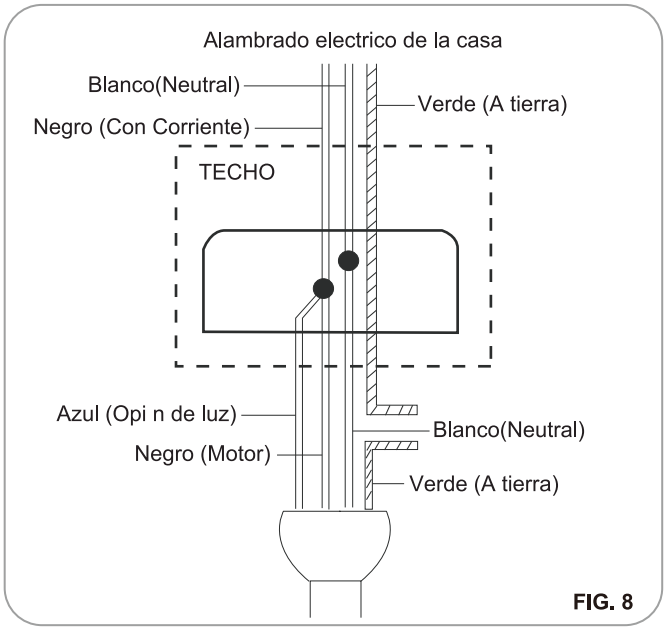

FIG. 8
Paso 1. Conecte el alambre negro (con corriente)del techo a los alambres negro y azul del ventilador. Conecte el alambre blanco (NEUTRAL) del techo al alambre blanco del ventilador.(Fig.8)
Paso 2. Si su caja de distribucion tiene un alambre a tierra (verde o de cobre) conecte los alambres a tierra del ventilador (en la bola de suspensión o soporte de montaje) al alambre a tierra de la caja de distribucion. Si notiene alambre a tierra en su caja de distribucion, conecte el alambre a tierra de la bola de suspensión de soporte directamente a la soporte de montaje.(Fig. 8)